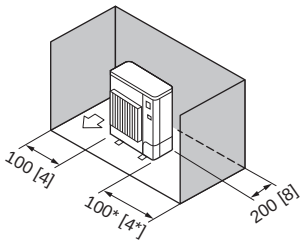

Fig. 2-8
3. Obstáculos solo en la parte trasera y los laterales (Fig. 2-8)